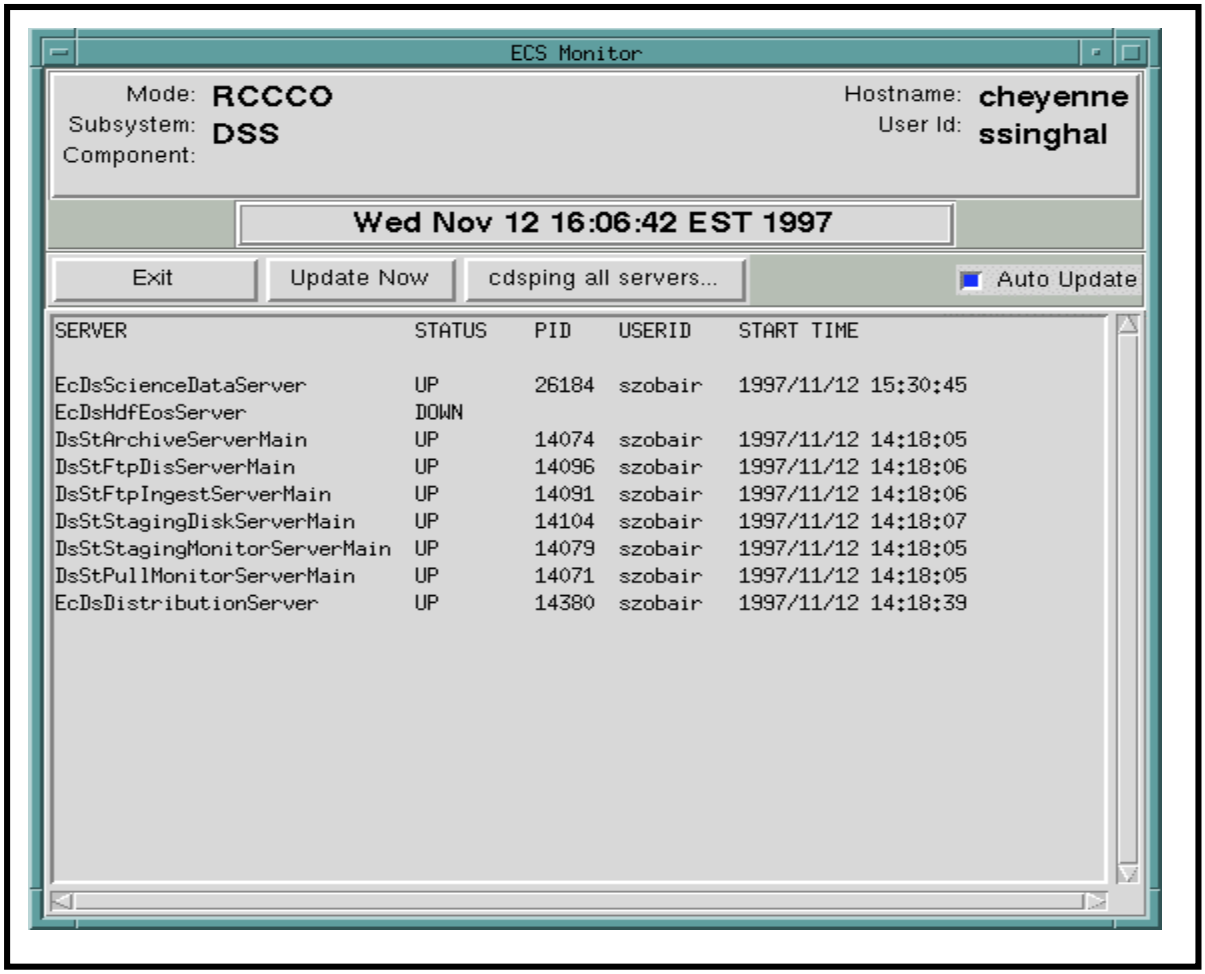

Figure 4. Server Monitor GUI
- This will invoke the ECS Monitor GUI window as shown in Figure 4.